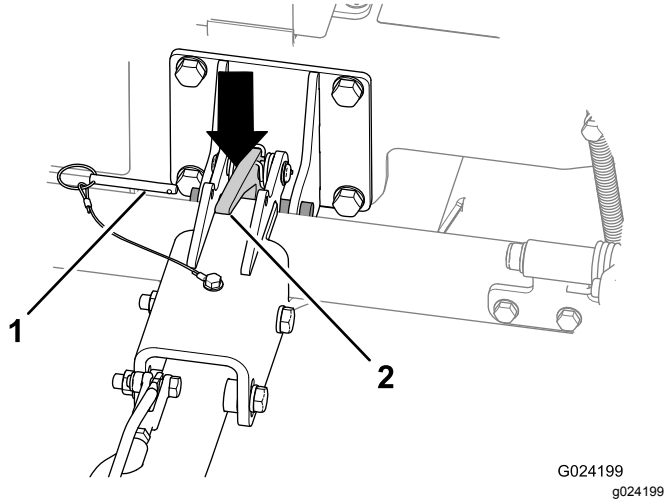

Figur 27
A. Fjern låsepinden (Figur 27).
C. Tryk ned på bugsertrækkets lås for at låse bugsertrækket op (Figur 27).